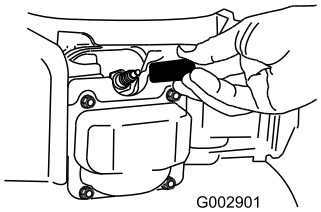

Figur 37
2. Kobl tændrørskablet fra tændrøret (Figur 37), før du udfører nogen form for vedligeholdelsesarbejde.